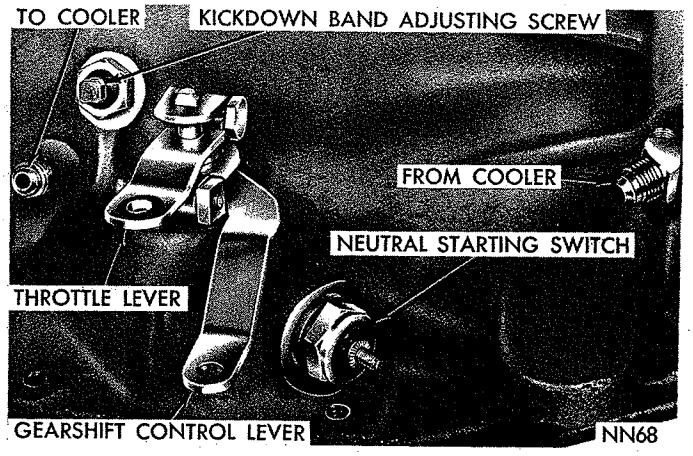

***Fig. 19—External Controls and Adjustments***
(2) Move transmission control lever (Fig. 19), all the way to rear (in park detent).
(3) With control lever on transmission in park position detent and selector lever in **PARK** position, tighten swivel clamp screw securely.
(3) With control lever on transmision in park position detent, and selector lever in **PARK** position, tighten swivel clamp screw or adjusting lever bolt securely.
(4) Connect battery ground cable.
The kickdown band adjusting screw is located on left side of the transmission case (Fig. 19).